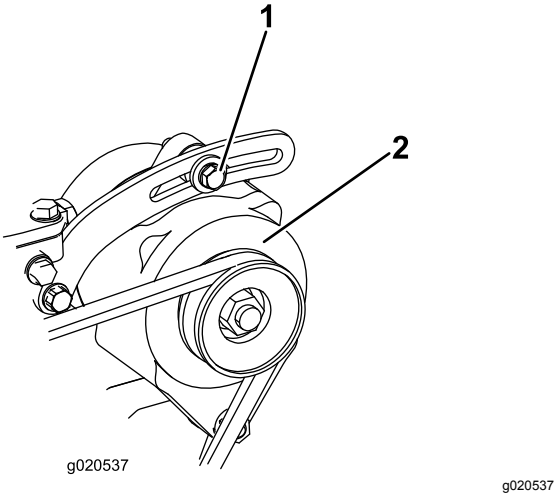

Figuur 75
Controleer de conditie en de spanning van de riemen (Figuur 75) om de 100 bedrijfsuren.
1. Draai de montagebouten van de wisselstroomdynamo los (Figuur 75).